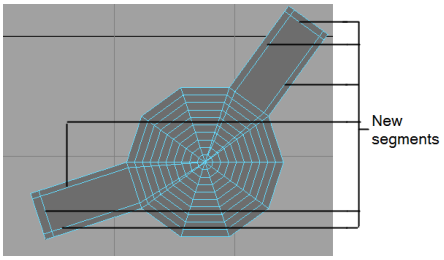

Figure 2-92 *New segments added to truck*
17. Maximize the front-Z viewport. Choose the **Mesh Tools > Tools > Insert Edge Loop** tool from the menubar and add new segments to *truck,* as shown in Figure 2-92. Choose **Select Tool** to deactivate the **Insert Edge Loop** tool.